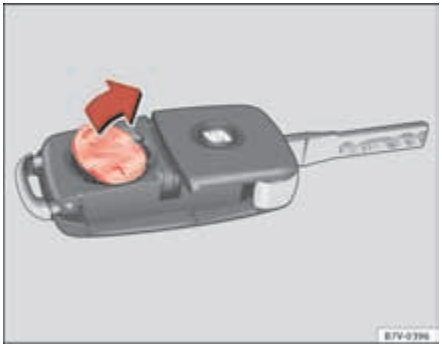

Fig. 45 Vehicle key: removing the battery.
- Extract the battery from the compartment using a suitable thin object ⇒ fig. 45.
- Place the new battery in the compartment, pressing in the direction of the arrow as shown ⇒ fig. 45 ⇒ ⓘ.